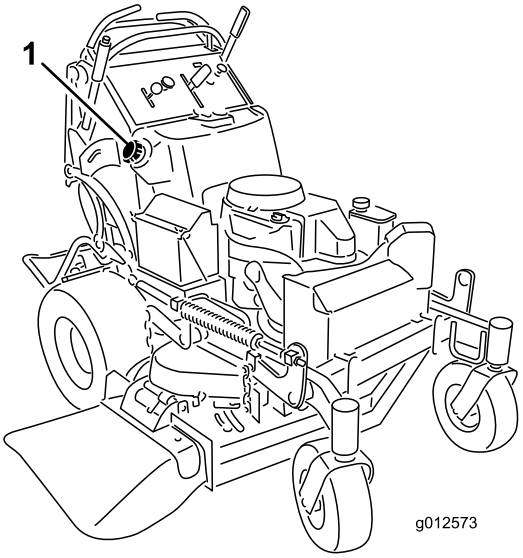

Figuur 51
5. Tap met behulp van de sifonpomp de brandstof in een schone jerrycan (Figuur 51).